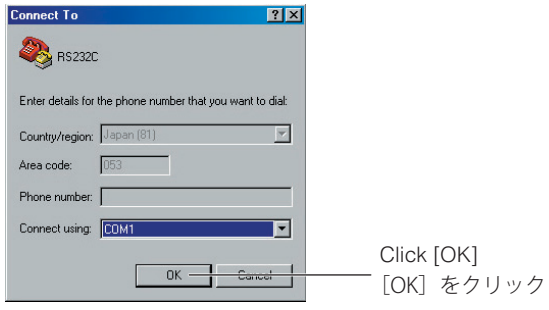

Fig. 5
The "Connect To" screen appears. (Fig. 5)
3. Select "Connect using". (Fig. 5)
Select the "COMx" for serial port (RS-232C), and click [OK]. (Fig. 5)
"接続の設定" 画面が表示されます。(Fig. 5)
3. "接続方法" を選択します。(Fig. 5)
シリアルポート (RS-232C) 用の "COMx" を選択し、［OK］をクリックします。(Fig. 5)